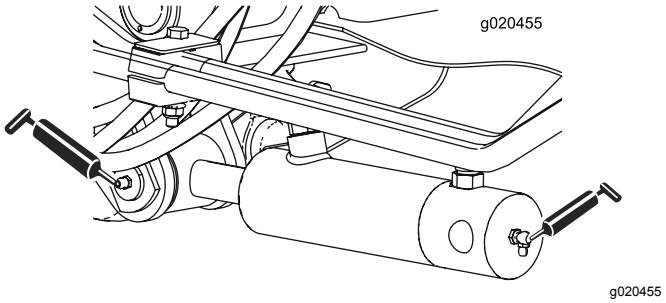

Figuur 64
- 2 lagerbussen van cilinder van hefarm (2 aan elke kant) (Figuur 64)